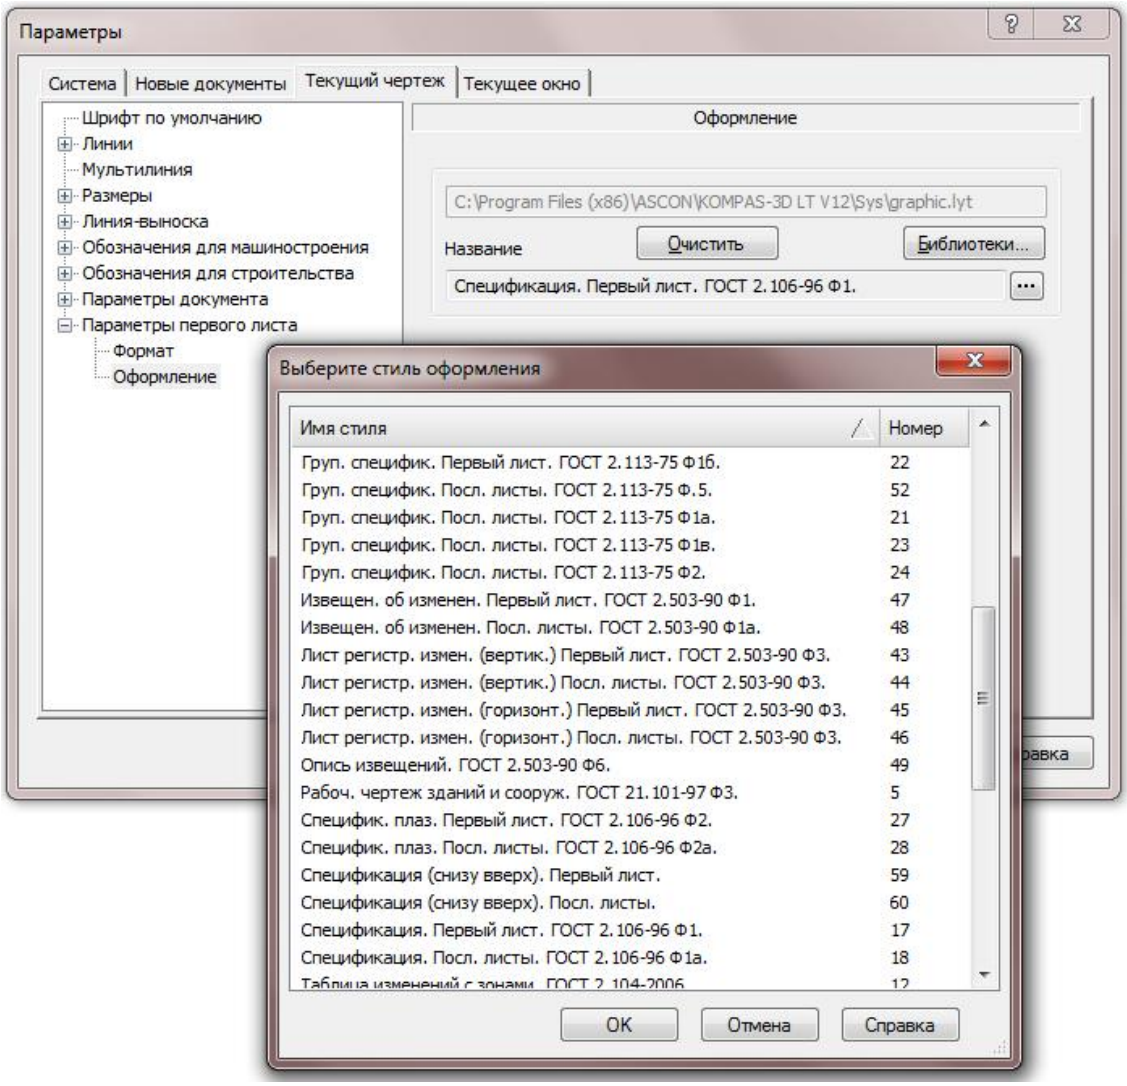

Рисунок 7.2 – Вибір стилю оформлення креслярського аркушу.
3) Виконайте команду меню *Сервіс⇒Параметри…*Відкриється діалогове вікно *Параметри*. В ньому оберіть вкладку *Система*, розділ *Параметри поточного аркушу ⇒ Оформлення*. У правій частині діалогового вікна у полі *Назва* розкрийте список стилів оформлення, знайдіть рядок *Специфікація. Перший аркуш. ГОСТ 2.106-96 (Ф1)* та зробіть його активним (рис. 7.2).